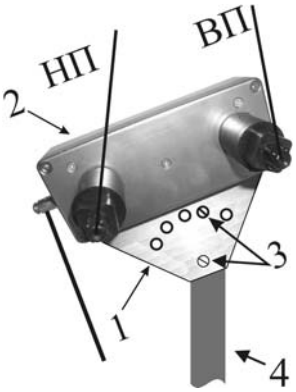

Рис. 10.16
10.2.5 Заземлители установить в земле, оставляя на поверхности видимую часть заземлителя высотой 600 мм, на расстоянии не дальше 1м от конечных стоек сигнализационного участка. В соответствии с рис. 10.16 закрепить БПРД и БПРМ на стойках и подключить клеммы заземления на корпусах БПРД и БПРМ к клеммам заземлителей, в качестве которых могут использоваться опоры конечных стоек, установленные непосредственно в землю (в качестве конечных опор лучше использовать специальные опоры-заземлители из КМЧ4).
БПРД (БПРМ) установить на заземлителе или стойке 4 (см. рис. 10.16). Блок крепить в наклонном положении, для чего для крепления верхним винтом (шурупом, для стойки из дерева) нужно выбрать одно из пяти отверстий. Также контролировать, чтобы вводы ВП и НП находились под лицевой (со стороны земли) поверхностью блока. Соединить верхний провод с клеммой ВП, защищенной от внешних воздействий с помощью защитного колпачка. Соединить нижний провод с клеммой НП, также защищенной от внешних воздействий с помощью колпачка. Закрепить ВП и НП ЧЭ на консоли с помощью прижимов, винтов или пластиковых хомутов.
10.3.7 На заземлитель БПРД или(и) БПРМ устанавливается с помощью УКБ-3 (см. рис. 10.16а,б) на высоте не менее 1 м, выше уровня снежного покрова.